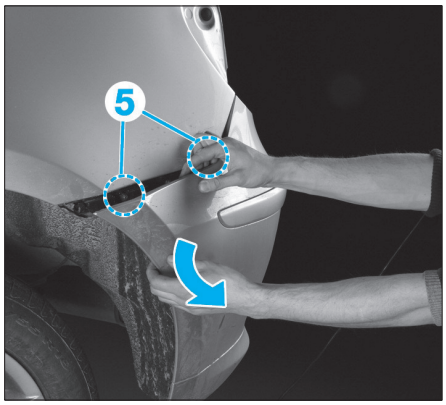
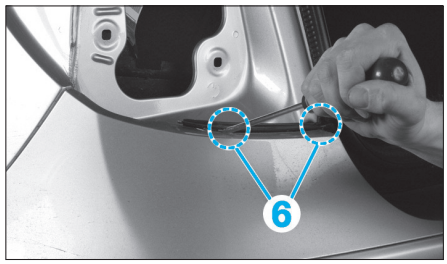

Fig. 171
Fig. 172
• De chaque côté, dégrafer le bouclier arrière aux endroits indiqués (5) et (6) **(Fig.171)** et **(Fig.172)**.